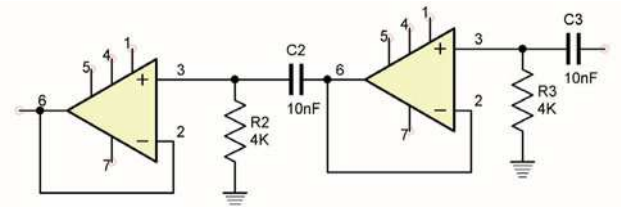

Figura 14 *Gli inseguitori separano tra loro le celle CR*
2. La condizione di Barkhausen con la rete di reazione composta da celle RC viene studiata supponendo che le tre celle non si carichino a vicenda, e questo in realtà, come già detto, non è vero; è possibile rendere più reale questa ipotesi separando le celle con degli inseguitori (figura 14).